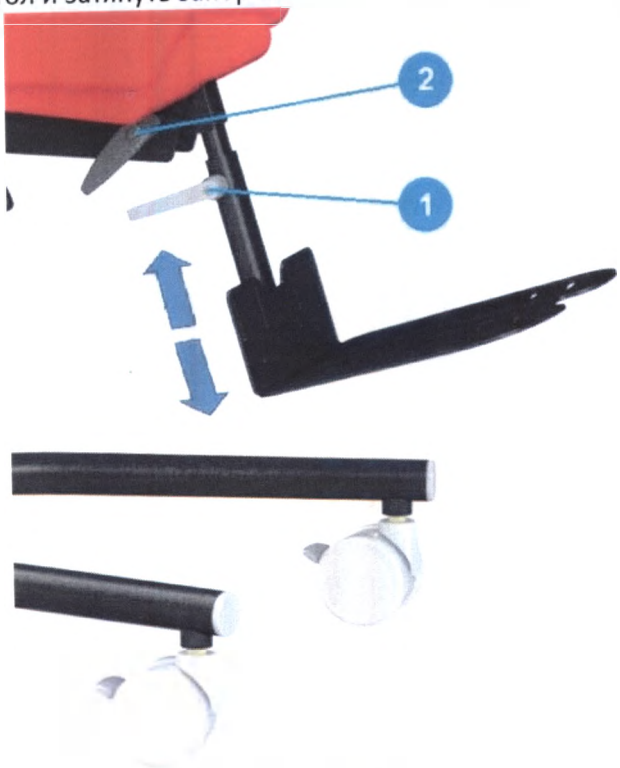

Рис. 19
8.8 Регулировка единой платформы для стоп Sin Рис. 19